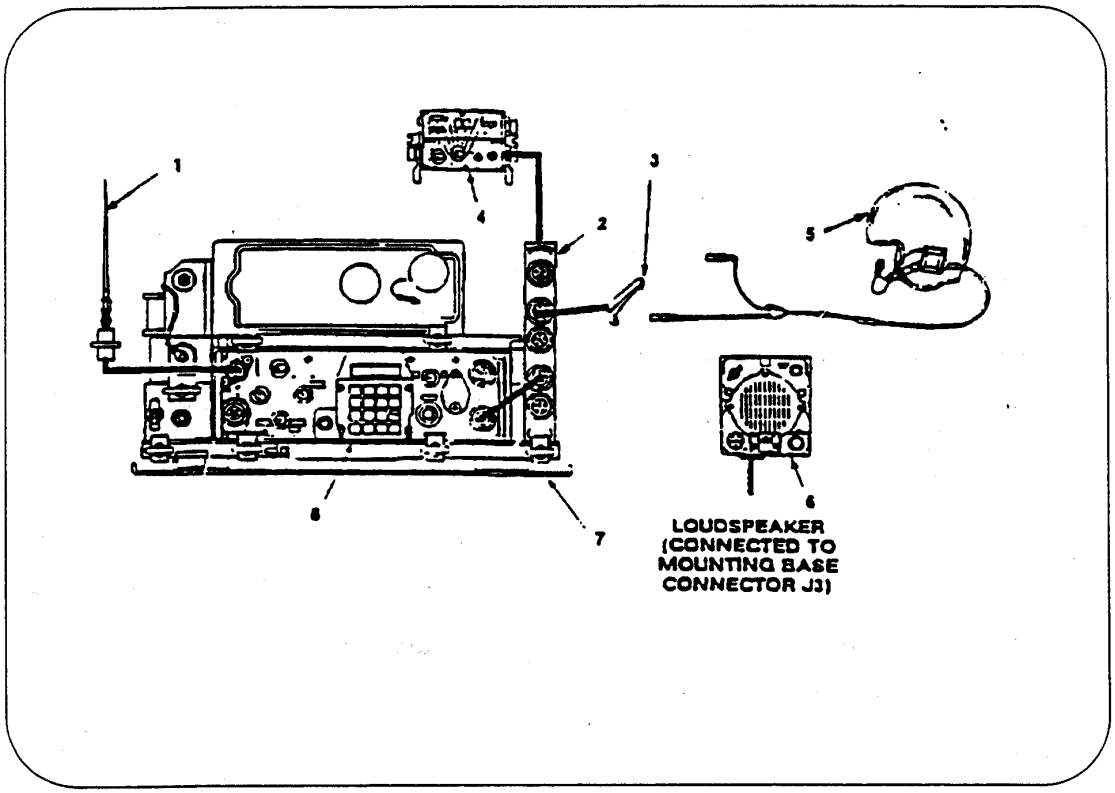

Figure 5
c. ANNRC-87 Al88A- The ANNRC-87 A is the vehicular mounted. short range, secure voice. VHF communications configuration. See figure 5. It is comprised of:
(1) AS-3900 (vehicular antenna)
(2) AM- 7239/VRC (amplifier adapter)
(3) H-250
(4) C- 11291A/VRC (control-monitor)
(5) CVC Helmet
(6) LS-671/U (mount)
(7) MT-6352 (mount)
(8) RT-1523(C)/U